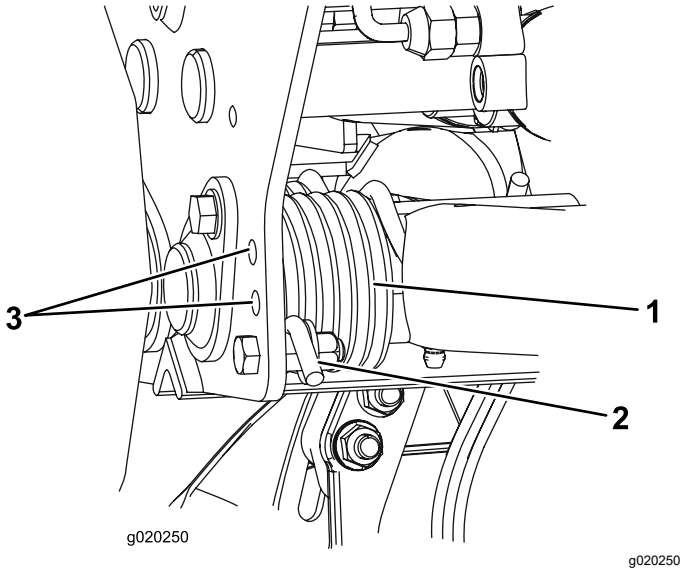

Figuur 35
2. Steek een buis of gelijksoortig voorwerp op het uiteinde van de lange veer om de spanning op de veer tijdens de afstelling weg te nemen (Figuur 35).
3. Als de veer is ontspannen, verwijdert u de bout en de borgmoer waarmee de actuator van de veer is bevestigd aan de beugel (Figuur 35).